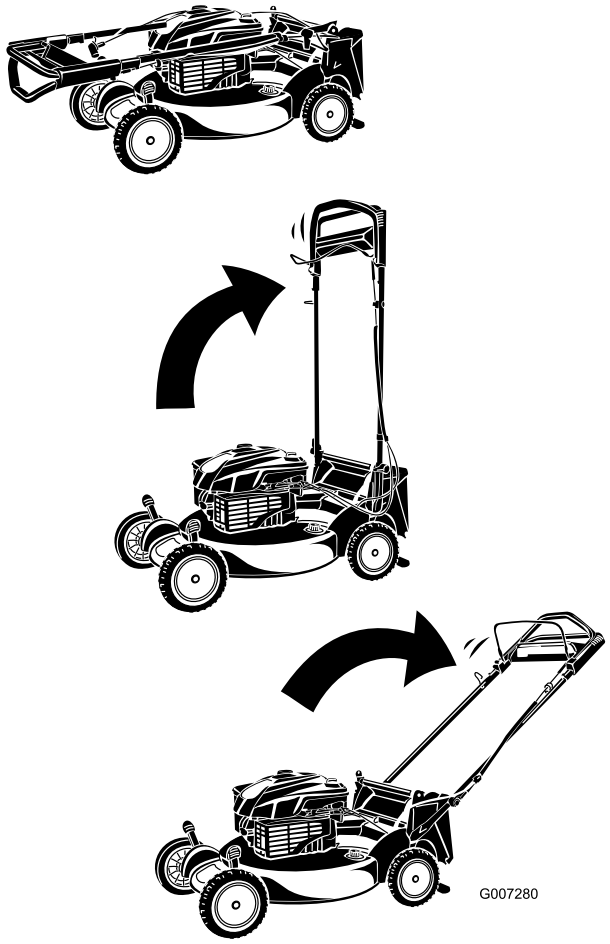

Figur 4
3. För handtaget bakåt (Figur 4).